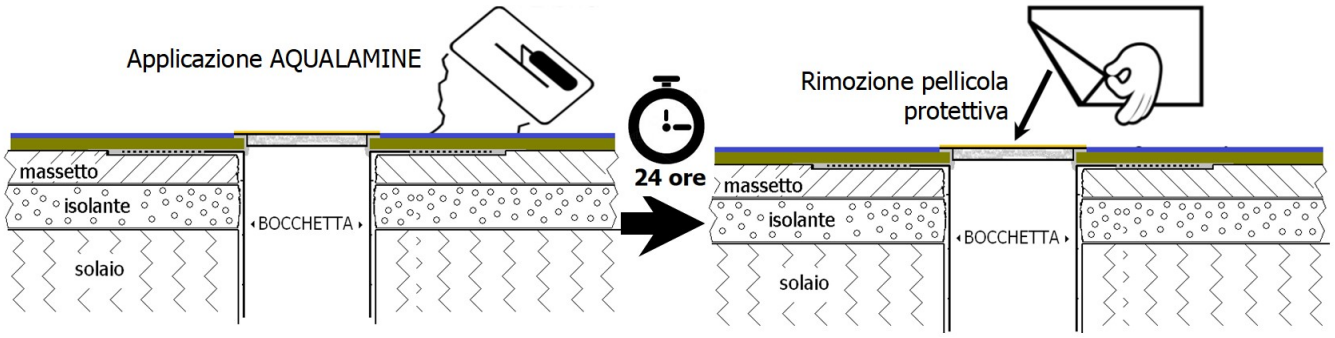

Fig. 11: applicazione di AQUALAMINE e finitura della superficie
• pulire eventuali tracce di adesivo con ACETONE, SOLVENTE PER NORDPUR o alcool (vedi Fig. 11).